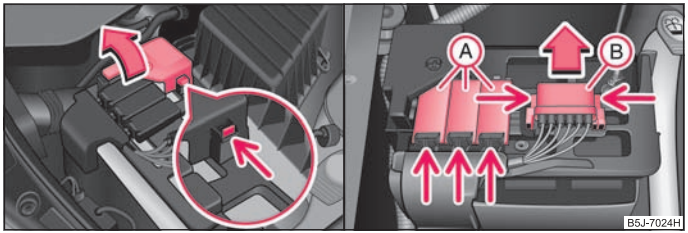

Fig. 160 The battery: Open the positive terminal cover / fuse cover
- Open the positive terminal cover (+) ⇒ fig. 160.
- Press onto the interlocks of the fuse covers (A) ⇒ fig. 160 on the right and open the covers.
- Press together the interlocks of the fuse cover (B) simultaneously and push out the cover in the direction of the arrow.
- Some vehicles are only fitted with the cover (B) ⇒ fig. 160 on the right. ■